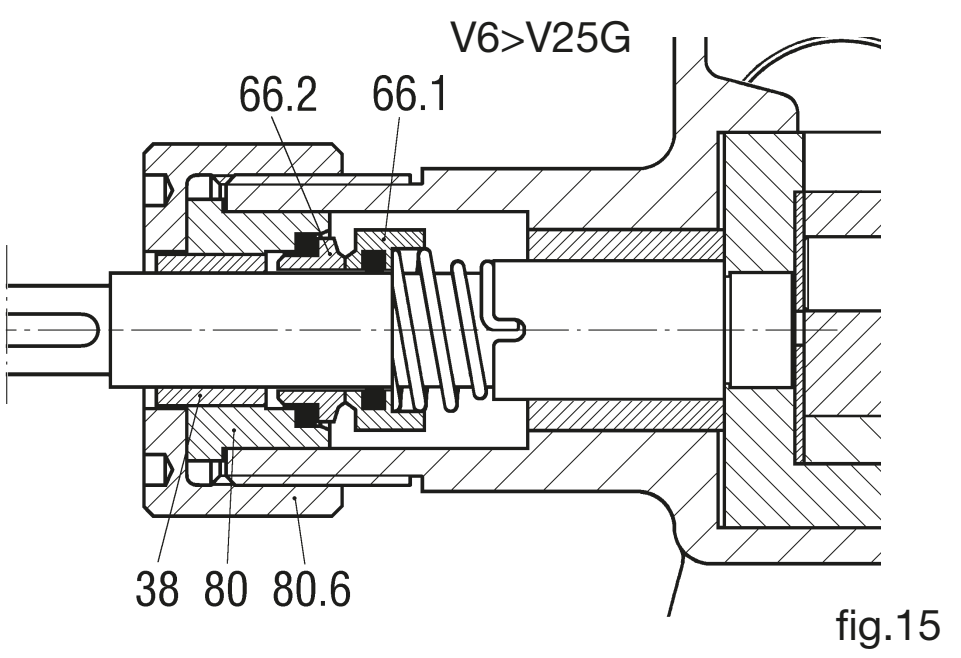

fig.15
11.8 Extracción de la junta estanca mecánica ST5, ST6 de bombas de hierro fundido de V6 a V25 (fig. 15)